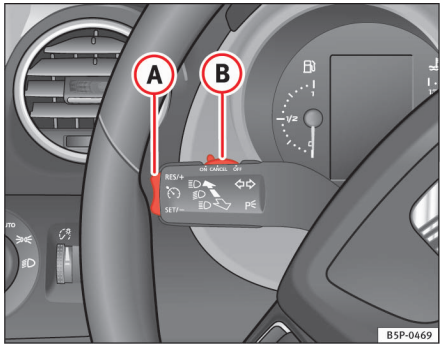

Fig. 129 Blink- og fjernlysarm: kontakt og vippeknap til fartpilot
– Skub kontakten ⇒ fig. 129 (B) mod venstre i stilling **ON**.